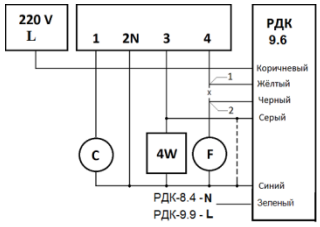

Рис. 1
5. Соедините Желтый провод прибора с точкой 1 (рис.1)
6. Соедините Черный провод прибора с точкой 2 (рис.1)